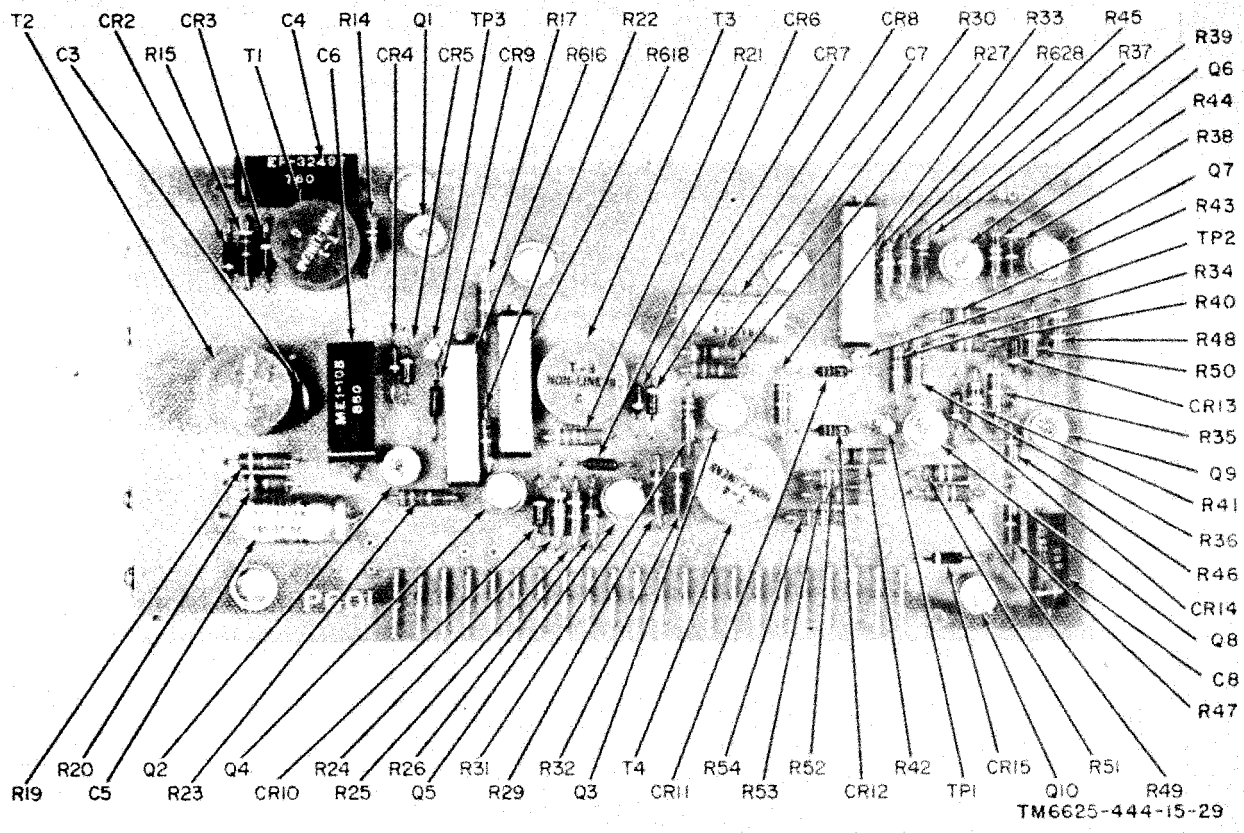

Figure 6-9. Amplifier board, parts identification.
(2) Short TP3 to pin 1 (fig. 6-9),
(3) Adjust the test setup for a +0.00050-volt output. Observe that the readout indicates +0.0005 ±1 digit.
(4) Connect the oscilloscope to the amplifier as follows: